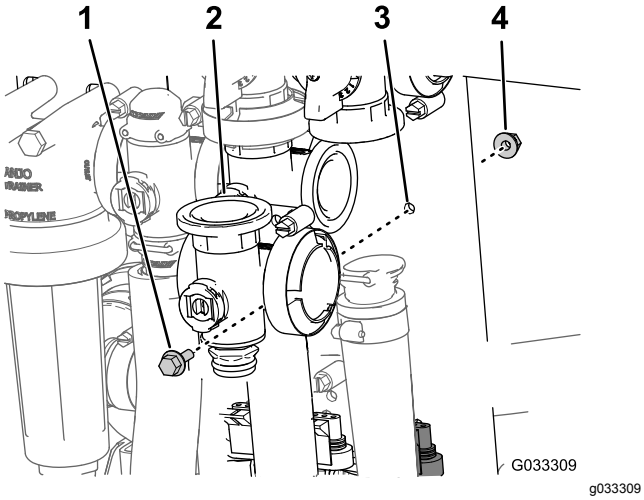

Figur 67
3. Fjern flenshodebolten og flenslåsemutteren som fester hovedseksjonsventilen til ventilfestet, og fjern ventilmanifolden fra maskinen (Figur 67).